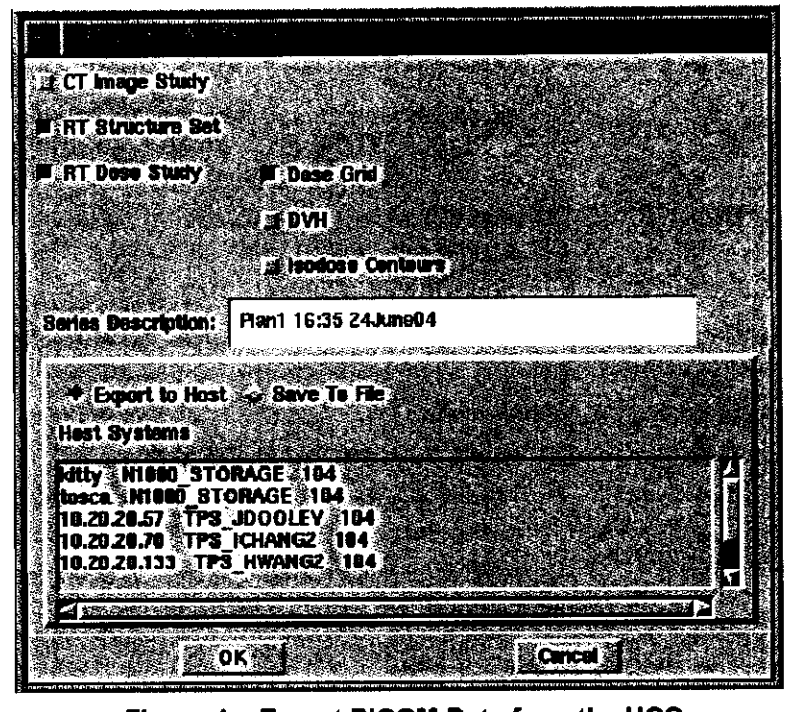

**Figure 1 Export DICOM Data from the UCC**
**Step 1.** Select **PLAN->EXPORT DICOM DATA**. *Figure 1 Export DICOM Data from the UCC, page 3* will appear.